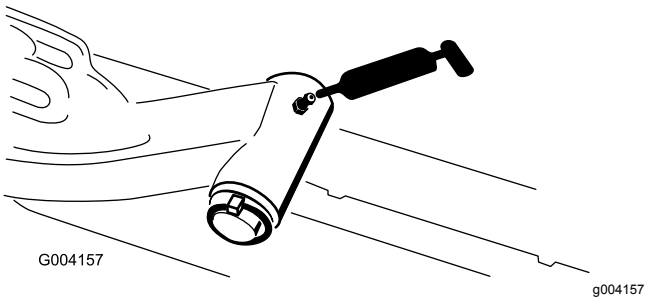

Figur 41
- Lyftarmens svängaxel (1 var) (Figur 41)